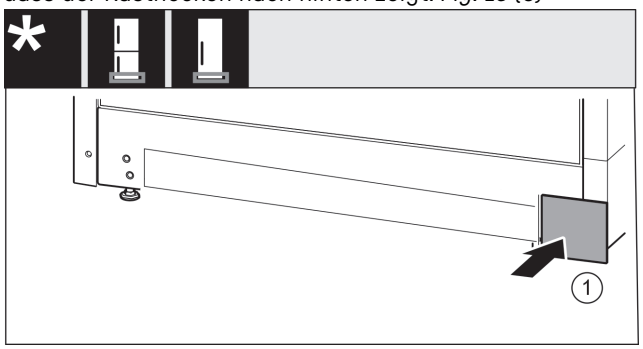

Fig. 17
- ▶ Abdeckung auf der anderen Seite wieder aufsetzen. *Fig. 17 (1)*